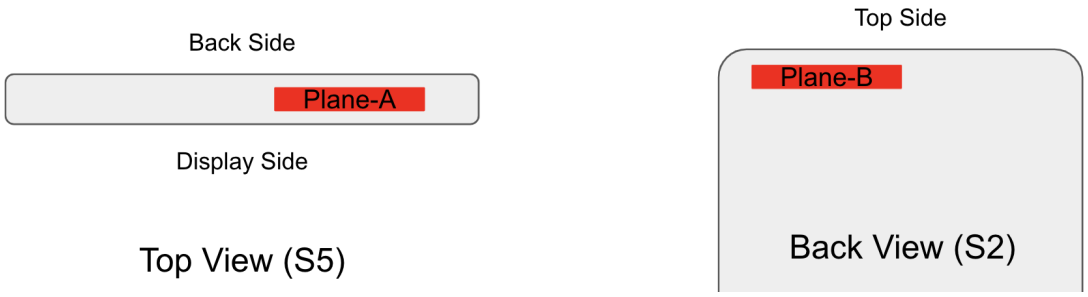

Figure 2-1 Orientation of the device for the *PD* distribution plots.
Following the time-average *PD* calculation procedure described in section 1.2.3, the distributions of *PD* and PD_{ave} are calculated in the evaluation planes and are compared with the measurements for a selected number of beams from the worst cases, whose IDs are listed in Table 2-1. Also shown in this table are simulated and measured results for the PD_{ave} for both n260 and n261 frequency bands, as well as Horizontal, Vertical and Horizontal + Vertical (Simultaneous Transmit) polarizations, denoted as H, V and H+V, respectively. For Plane-B Module, PD_{ave} of 2mm from EUT is used for calculating minimum target power while PD_{ave} of 2mm from Camera Bump (CB) is to derive correction factor. Figure 2-1 shows orientation of the device for the *PD* and PD_{ave} distribution plots presented in Figures 2-2 to 2-37. The presented plots demonstrate a good agreement between simulated and measured results for both *PD* and PD_{ave}.